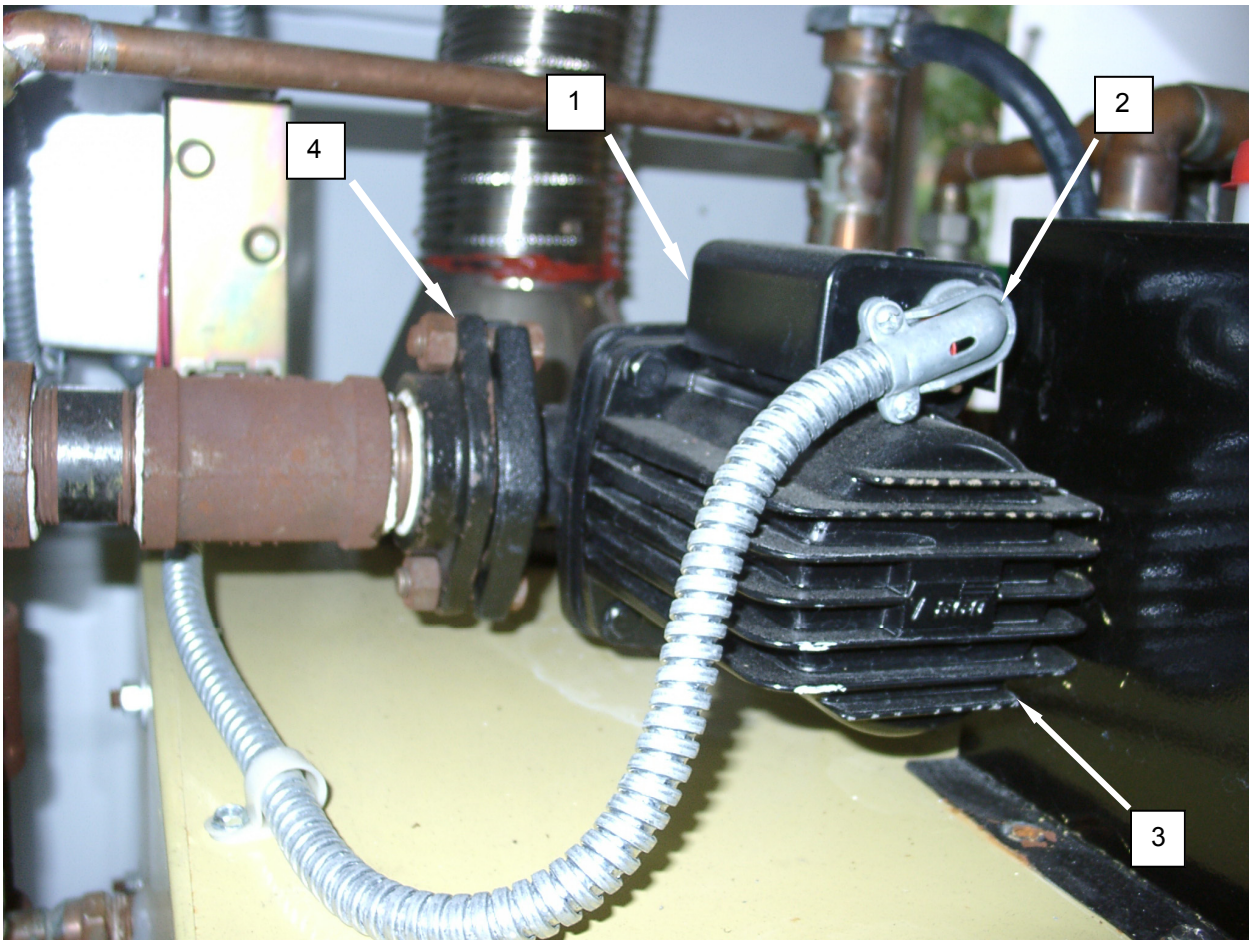

Figure 2. Replace the Circulation Pump.
4. Remove screws retaining junction box cover **(Figure 2, Item 1)**, and remove cover.
6. Remove locknut retaining conduit **(Figure 2, Item 2)**, and remove conduit.
7. Remove bolts, washers, and nuts retaining pump **(Figure 2, Item 3)** to pump flanges **(Figure 2, Item 4)**, and remove pump.
9. Install replacement pump **(Figure 2, Item 3)**, and retain with bolts, washers, and nuts.
10. Remove screws retaining junction box cover **(Figure 2, Item 1)** on replacement pump **(Figure 2, Item 3)**, and remove cover.
11. Knock out conduit penetration in junction box **(Figure 2, Item 1)**, if necessary.
12. Install conduit **(Figure 2, Item 2)**, and retain with locknut.
14. Install junction box cover **(Figure 2, Item 1)** and retain with screws.